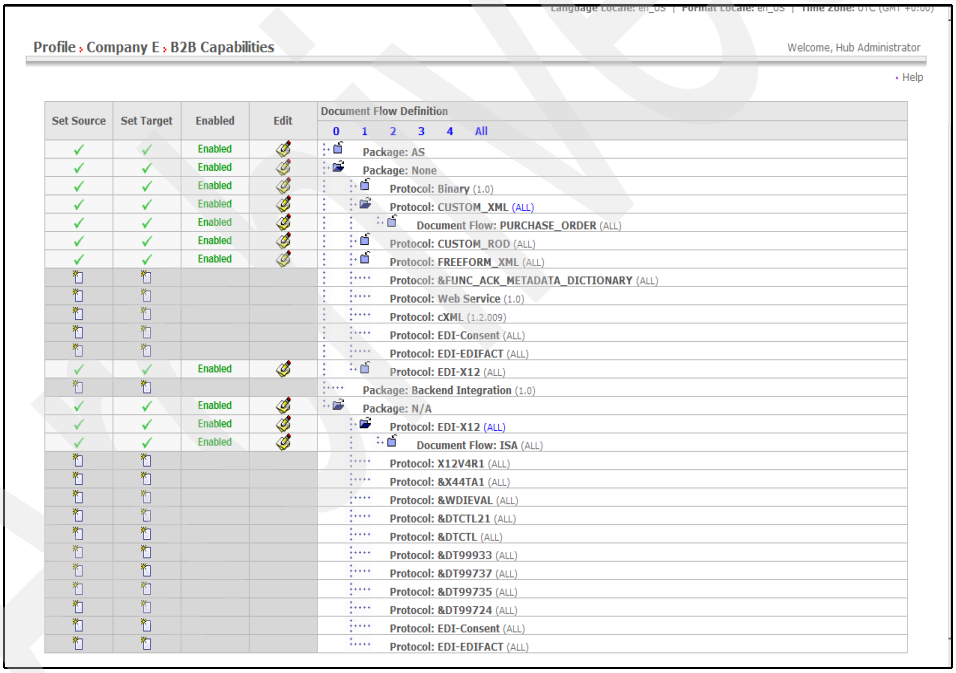

Figure 19-19 Updating the B2B capabilities for Company E
3. In the B2B capabilities window, update the capabilities by **enabling** None,CUSTOM_XML,PURCHASE_ORDER,and N/A,EDI-X12,ISA in the order of Package,Protocol and document flow (Figure 19-19).